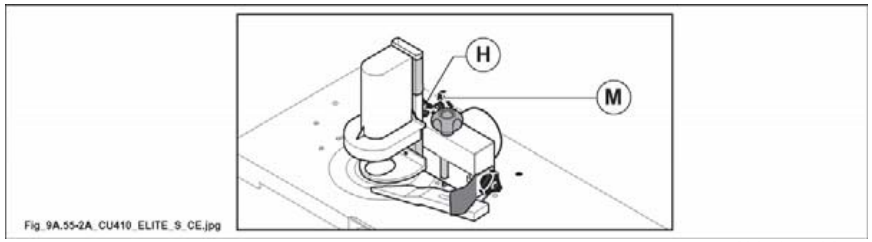

Abb. 9.55-2A
- ballengriff (H Abb. 9.55-2A) lockern und zur mikrometrischen Einstellung Ballengriff (M Abb. 9.55-2A) betätigen;
- ballengriff (H Abb. 9.55-2A) anziehen.